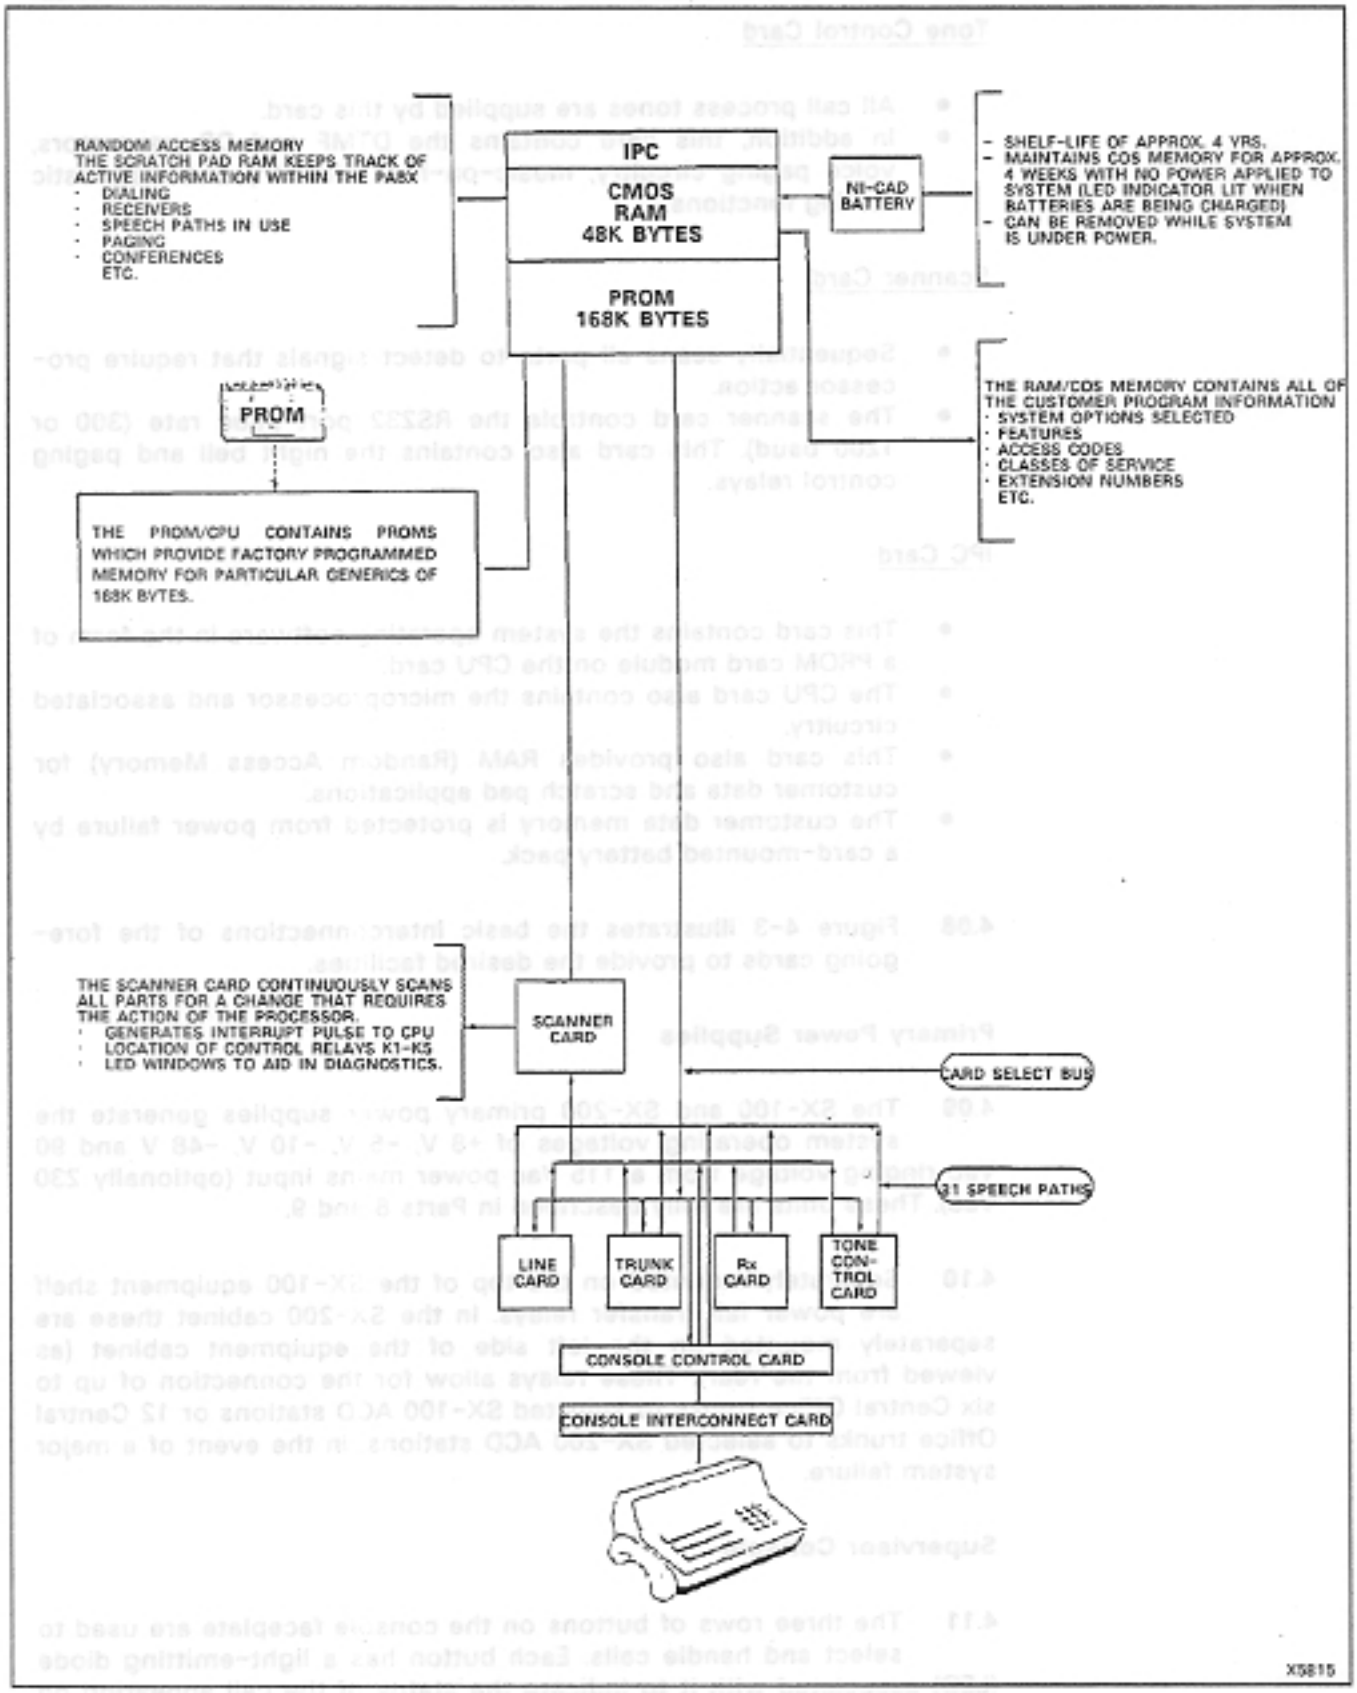

Figure 4-3 Data Flow Interconnections
4.08 Figure 4-3 illustrates the basic interconnections of the foregoing cards to provide the desired facilities.